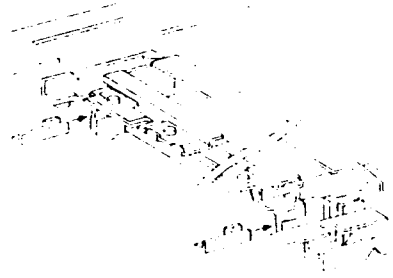

Рис. 2 NZM-0066
②. (Рис. 2): Снимите блоки В и установите их к переднему и заднему блокам каретки полного хода.